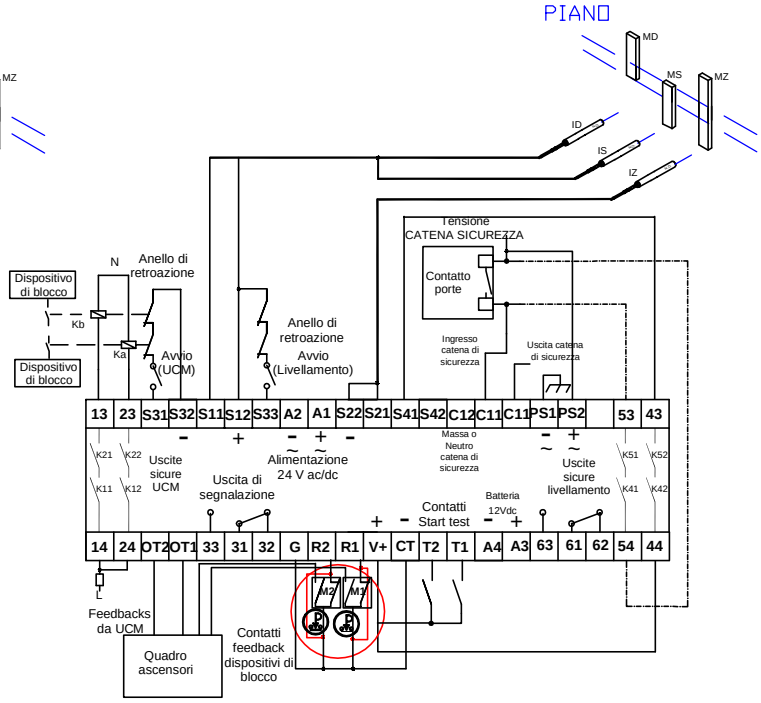

FIG. 2 SIMULAZIONE MANCATA ATTUAZIONE DEL SISTEMA FEANANTE
4) Cortocircuitare gli ingressi R1,R2 come indicato in fig.2 (allegatoA)